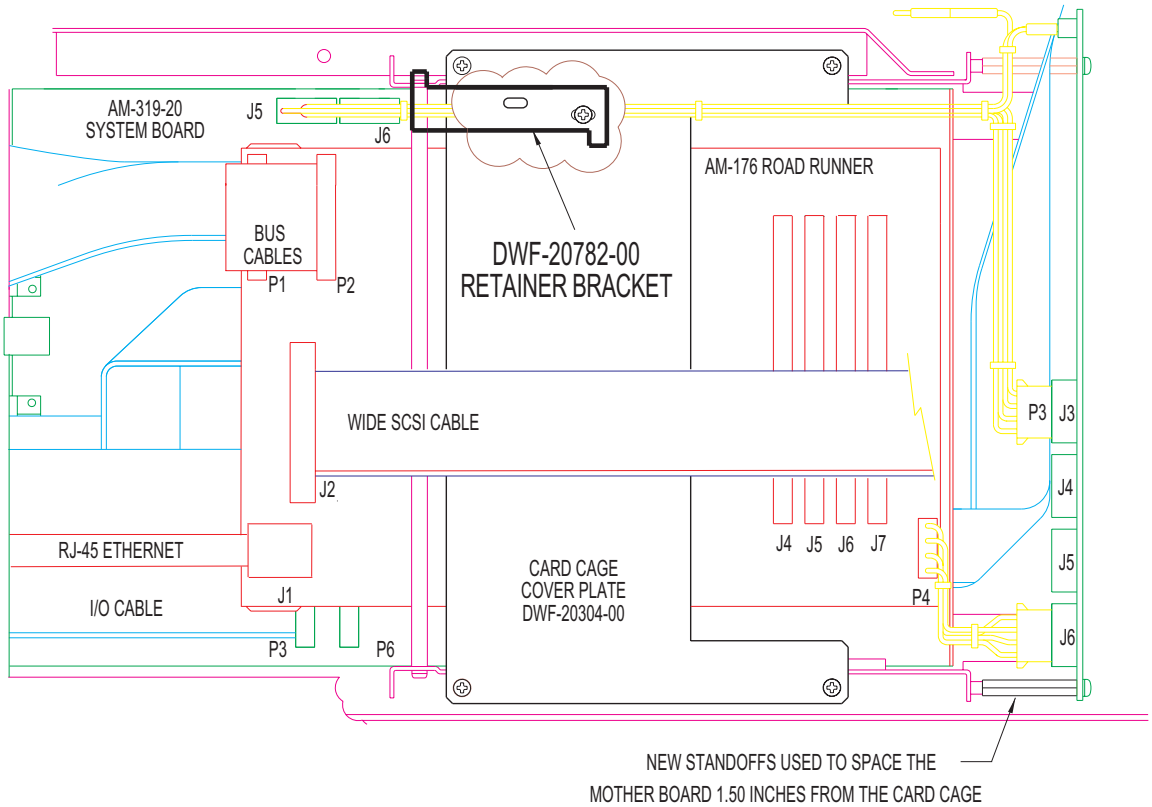

***Figure D-2: Top View, Retainer Brackets (10-Slot Rack Mount Chassis)***
8. Fix the Roadrunner 75 board with the retainer bracket (DWF-20782-00) provided in the kit. Make sure the tab on the bracket goes into the slot on the card cage. See Figure D-2.
9. Mount the card cage cover plate (DWF-20304-00) on top of the card cage and attach with four screws, one per corner. See Figure D-2.